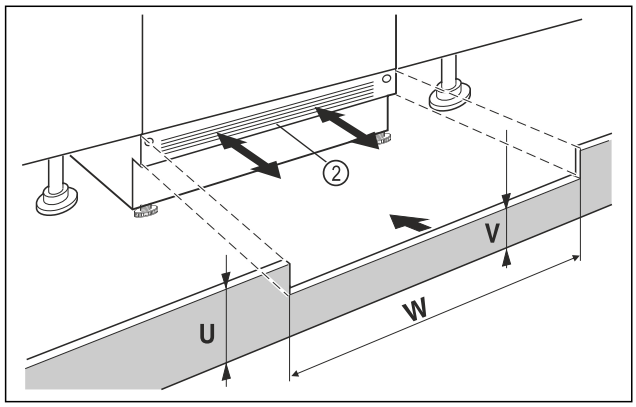

Fig. 98 Representación a modo de ejemplo
- ▶ Colocar el zócalo del aparato *Fig. 98 (2)* sin fijarlo aún.
- ▶ En caso de que el zócalo *Fig. 98 (2)* quede visible, colocarlo lo más adelante posible, de modo que el borde delantero de la rejilla de ventilación y el zócalo del mueble estén al mismo nivel.
- ▶ En caso de que el zócalo no quede visible *Fig. 98 (2)*, colocarlo detrás del todo.
- ▶ Vigilar que la ranura de ventilación quede completamente libre: en caso necesario, recortar la altura del zócalo del mueble *Fig. 98 (U)*.
- ▷ Adaptar, a lo largo de la anchura del hueco, *Fig. 98 (W)* la altura del nervio *Fig. 98 (V)* debajo del zócalo del aparato *Fig. 98 (2)*.